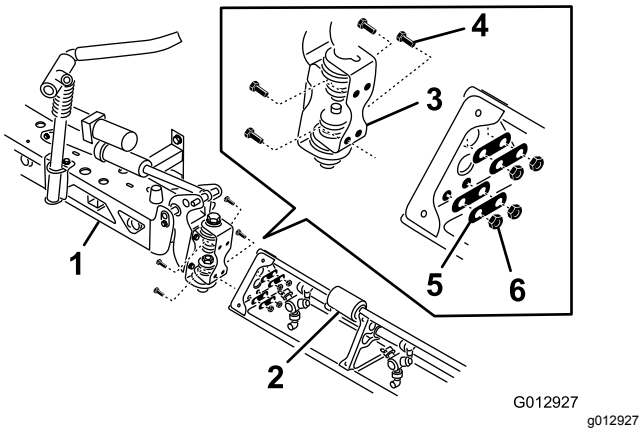

**Figur 22**
7. Monter forlængerbommen på den midterste bom ved den hængslede plade med de fire bolte, fire skiver og fire møtrikker, der blev fjernet i trin 6, som vist i Figur 22.